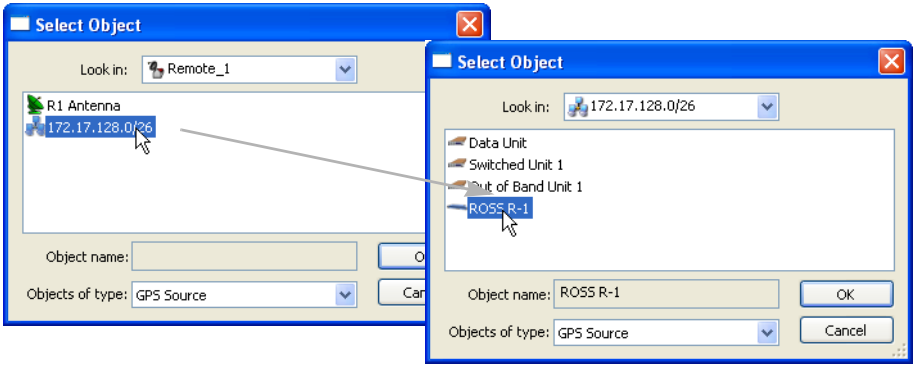

Figure 3-115 Selecting ROSS Unit for SOTM
3. Check the **Dynamic** box and select the browse button beneath it. This will open a dialog box in which the site antenna and subnet should appear (figure 3-115).